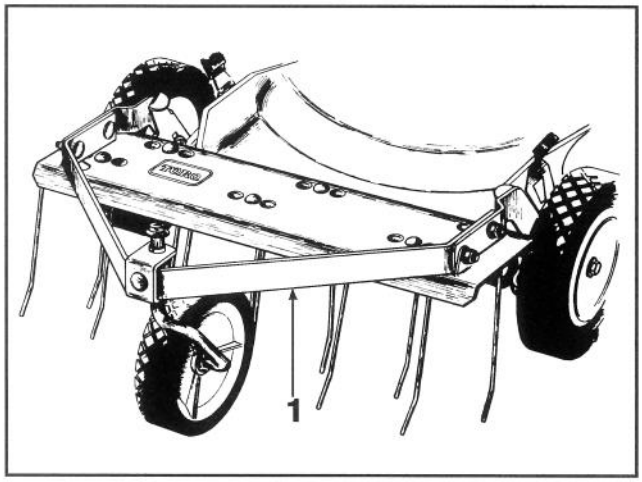

Abb. 32
3. **Zinkenvorsatz-Kit, Modell Nr. 59131** – In Minuten montierbar. Vorne befestiget zwecks einfacher Manövrierbarkeit. Zinken lockern Materialanhäufungen. Für einfaches Absaugen in den Grasfangsack (Abb. 32) und praktische Entleerung.